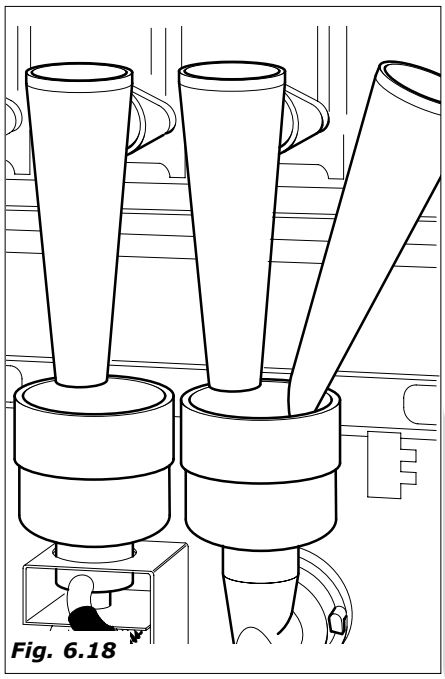

Fig. 6.18
– uma vez acabado o enchimento efetuar algumas lavagens do grupo mixer para encher todos os circuitos e eliminar eventuais residuos da caldeira *(Fig.6.18).*